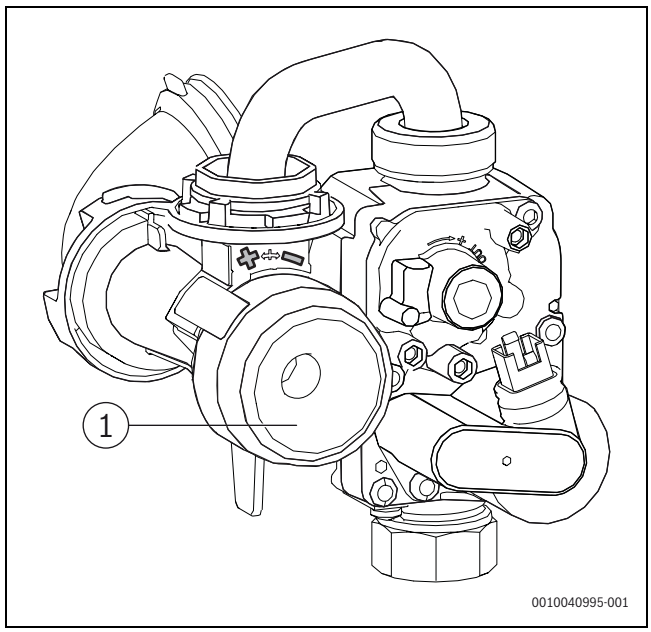

Bild 74 Gas-Luft-Verhältnis einstellen
- O_2- oder (CO_2-)Gehalt für die in der Tabelle angegebene maximale Nennwärmeleistung prüfen und ggf. nachstellen (→Seite 59, Bild 74).